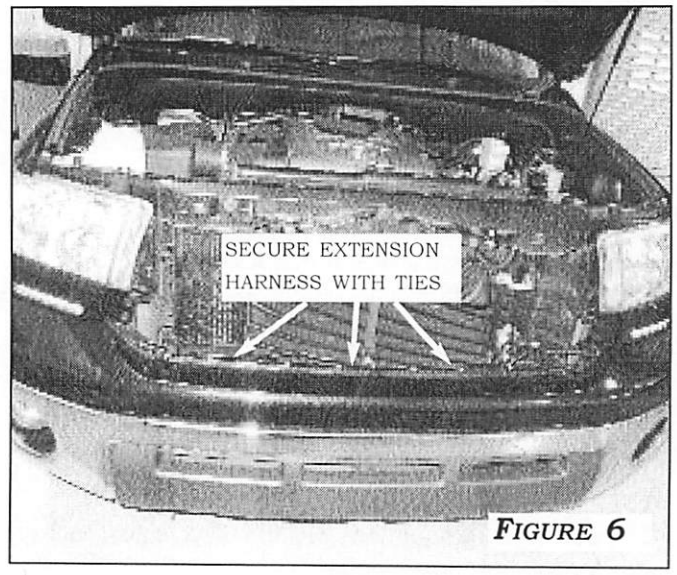

Figure 6
2. Connect the DRLs to the DRL extension harness and route the harness along the front bumper so that the 4-pin waterproof connector at the end of the harness reaches the area behind the left (driver side) headlight. Secure the harness to the factory wiring and bumper structure with wire ties. **Figure 6**